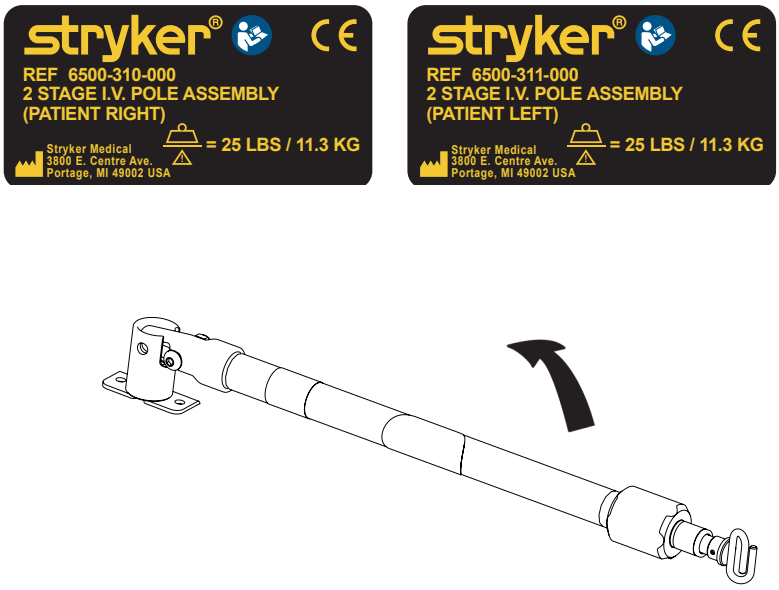

rys. 61
1. Podnieść, przekręcić stojak z pozycji przechowywania i popchnąć w dół do momentu zablokowania w gnieździe (A).
2. Aby zwiększyć wysokość stojaka, należy obrócić element blokujący (B) przeciwnie do ruchu wskazówek zegara i pociągnąć do góry część teleskopową (C) stojaka, aby unieść go na wymaganą wysokość.
3. Obrócić element blokujący (B) zgodnie z ruchem wskazówek zegara, aby zablokować część teleskopową na swoim miejscu.
4. Zawiesić worki kroplówkowe na haku (D).
5. Obrócić element blokujący (B) przeciwnie do ruchu wskazówek zegara i wsunąć segment (C) do dolnej rury.
6. Obrócić element blokujący (B) w kierunku ruchu wskazówek zegara w celu zaciśnięcia.
7. Podnieść i przekręcić stojak w dół w pozycję przechowywania (patrz rys. 61).